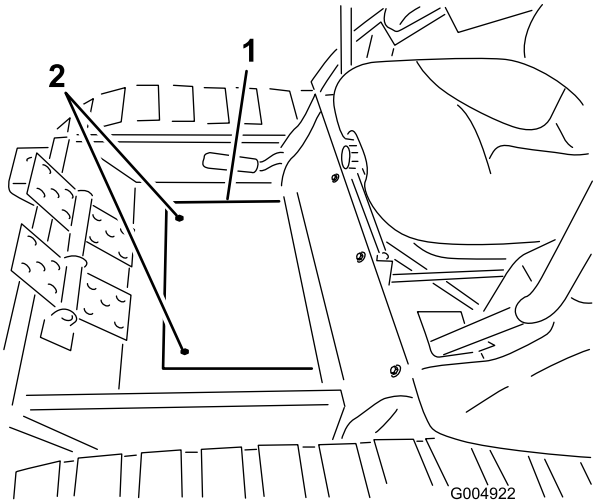

Figur 123
53. Monter vinterstellets gulvpladedæksel på gulvet med de skruer, der blev fjernet tidligere (Figur 123).